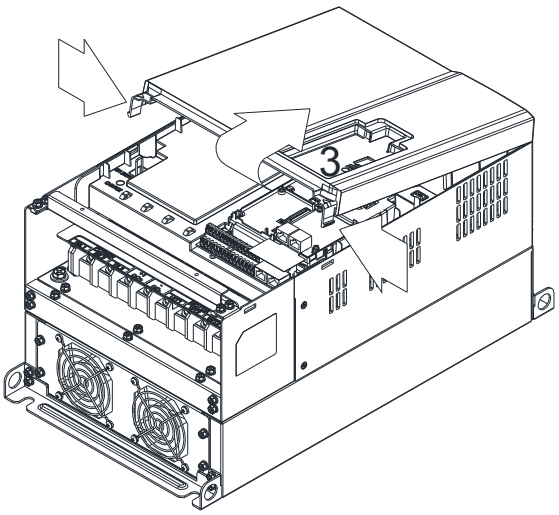

Figure 2
2. (Figure 2) Loosen screw 3, press the tab on the right and the left to remove the cover. Screw 3『Torque: 6~8 kg-cm／[5.2~6.9 lb-in.] / [0.6~0.8 Nm]』